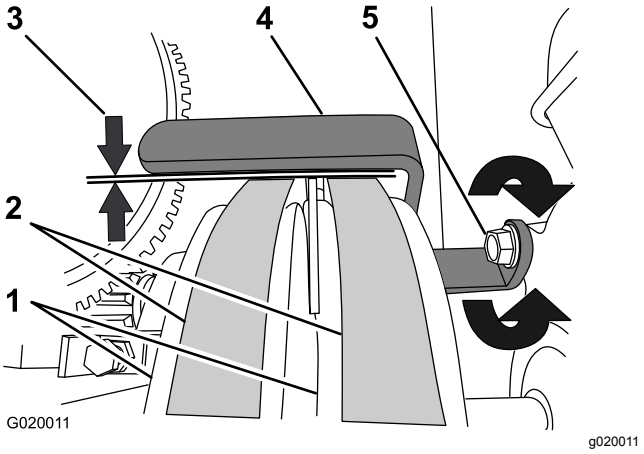

Figure 72
6. Check that the air gap between the belt guide and the belts is 2.5 to 4.0 mm (3/32 to 5/32 inch); refer to Figure 72.
A. Loosen the bolt that secures the belt guide to the engine (Figure 72).
B. Rotate the belt guide up or down until there is an air gap of 2.5 to 4.0 mm (3/32 to 5/32 inch) between the guide and each belt (Figure 72).
C. Tighten the bolt that secures the belt guide to the engine (Figure 72).